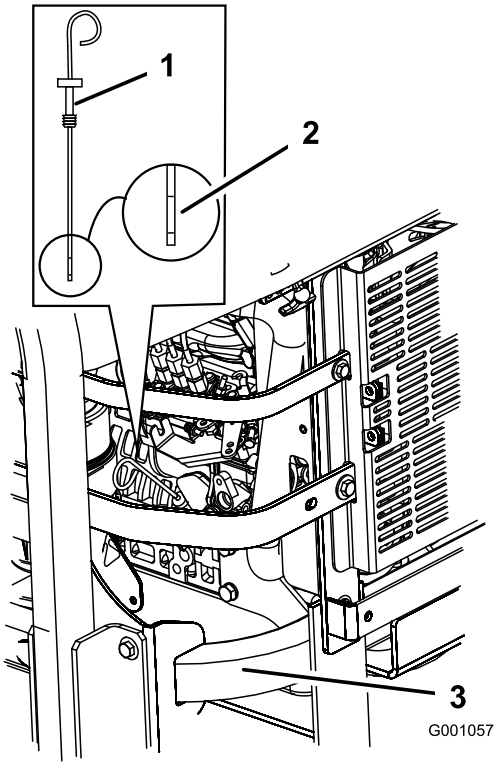

Figur 40
3. Rengør området omkring målepinden (Figur 40), så der ikke trænger snavs ned i hullet til målepinden, der kan beskadige motoren.
4. Træk målepinden ud, og aftør pindens metalende (Figur 40).
5. Før målepinden helt ind i påfyldningsrøret. Træk målepinden ud, og kig på pindens metalende (Figur 40). Hvis oliestanden er lav, skal der kun langsomt påfyldes så meget olie i påfyldningshullet, at oliestanden stiger til full-mærket.